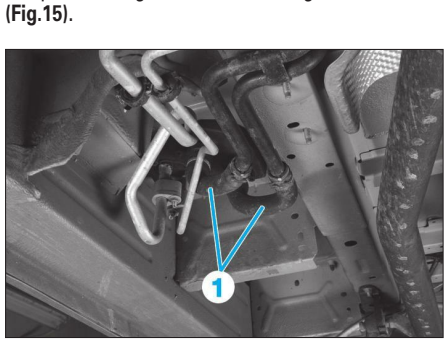

**Fig. 15**
• Déposer les agrafes de verrouillage des durits (1) **(Fig.15)**.
- les durits (1) **(Fig.15)**,